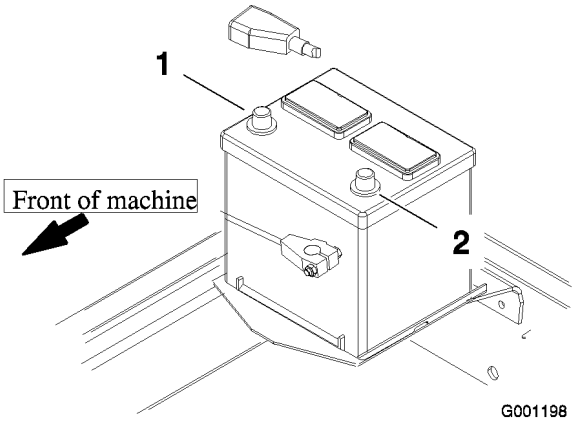

Figur 10
8. Börja med att fästa den positiva kabeln (röd) på den positiva (+) polen och fortsätt sedan med att fästa den negativ kabeln (svart) på den negativa (-) polen på batteriet (Figur 10). Trä gummiskon över plusanslutningen för att förhindra eventuell kortslutning.